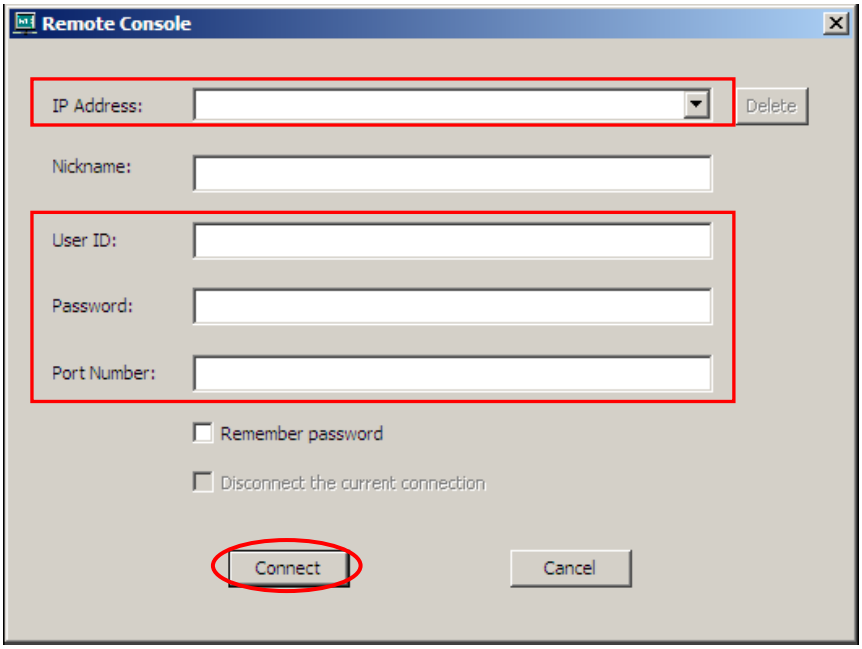

Figure B.1.4-8 Remote Console window
(11) Figure B.1.4-8 Remote Console window is displayed.